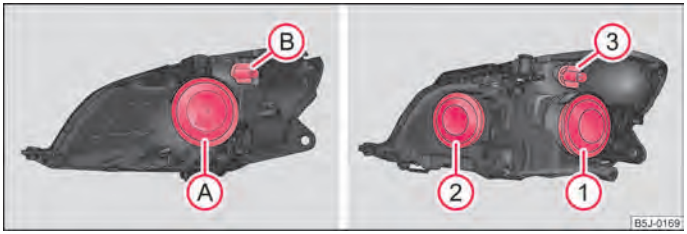

Fig. 157 Posizione di montaggio delle lampadine: Fari alogeni / proiettori alogeni
– Rimuovere la calotta di protezione Ⓐ ⇒ fig. 157.
– Rimuovere la calotta di protezione ① ⇒ fig. 157.
– Rimuovere la calotta di protezione ② ⇒ fig. 157.
– Ruotare verso sinistra il portalampda Ⓑ ⇒ fig. 157 o il portalampda ③ ed estrarlo insieme alla lampadina per l'indicatore di direzione.
– Rimuovere la calotta di protezione Ⓐ o ② ⇒ fig. 157.